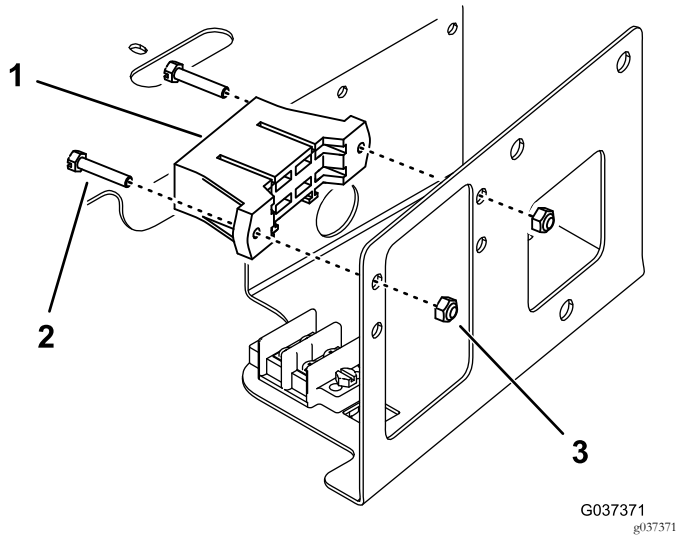

Figura 4
4. Montate il portafusibili sul lato del vano, sopra il portafusibili esistente, con 2 viti e 2 dadi di bloccaggio (Figura 4).